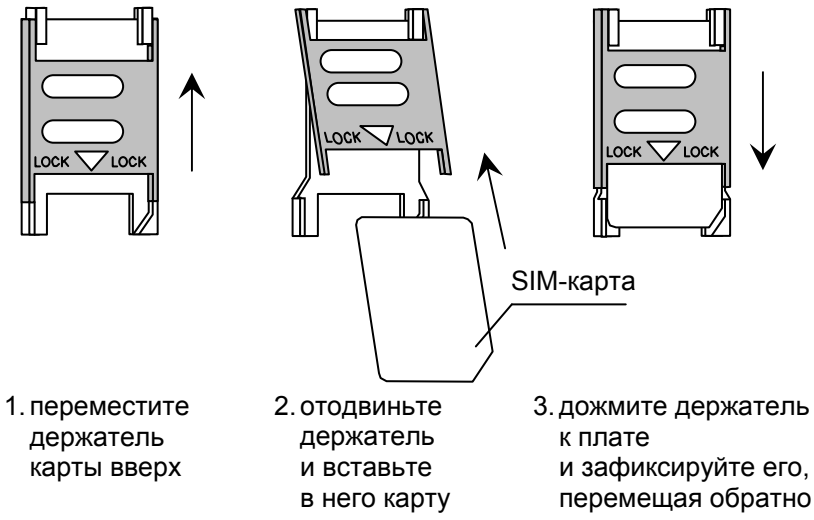

Рисунок 3. Установка SIM-карты.
5. Вставьте SIM-карту (см.: Рис. 3).
Переключение в текстовый режим происходит при двукратном нажатии клавиши **[*]**. В текстовом режиме каждой цифровой клавиши (от 1 до 9) отвечают три буквы (см.: рисунок 3). Нажатие клавиши означает выбор средней буквы. Нажатие клавиши с буквой и сразу после нее клавиши [*] означает выбор буквы с левой стороны этой клавиши. Буква с правой стороны доступна после нажатия этой клавиши и клавиши [#]. Пробел получается при нажатии клавиши [0], тире – при нажатии клавиш [0][*], а точку - клавиши [1]. Для переключения из текстового режима в цифровой следует нажать клавиши [0] и [#]. Завершение программирования и отправка сообщения происходят при нажатии клавиши [#], когда модуль находится в цифровом режиме.